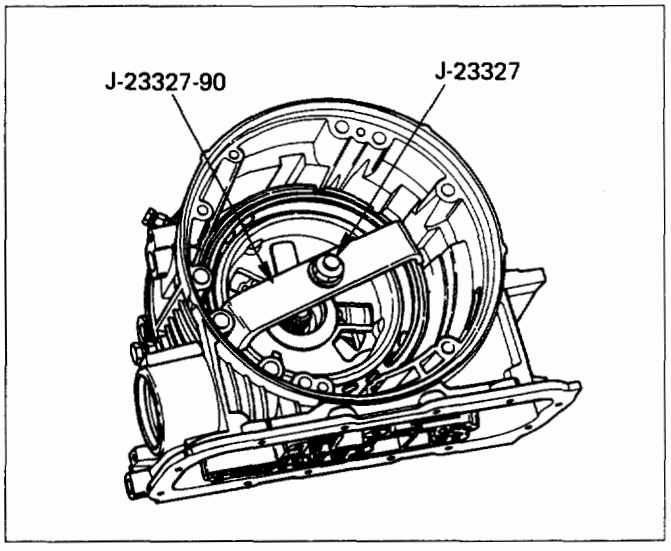

Fig. 7A-48
22. Adapter case and center support assembly (Fig. 7A-49)